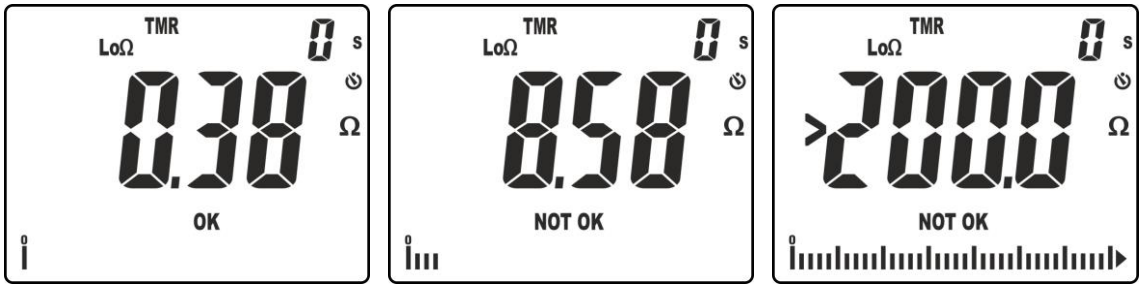

Fig. 31: Resultados da medição da continuidade no modo TMR
10. No ecrã da Fig. 31 – parte esquerda é apresentado um resultado positivo do teste "OK" (valor inferior ao patamar configurado e corrente de teste >200mA). No ecrã da Fig. 31– parte central é apresentado um resultado negativo do teste "NOT OK" (valor superior ao patamar configurado e corrente de teste <200mA). No ecrã da Fig. 31 – parte direita é apresentado um resultado negativo "NOT OK" correspondente a fora de escala (símbolo "**>200.0**")